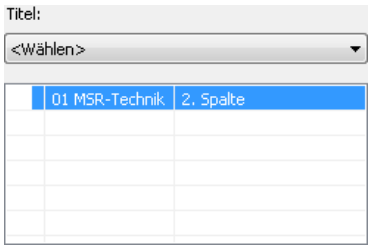

Bild 18.8 – Anzeige der LV-Position, des Titels und der Bemerkung in der Zeichnungsverwaltung
- Im Editierfeld *Bemerkung* können Sie einen ergänzenden Text hinzufügen. Tragen Sie hier **2. Spalte** ein. Der Text wird in der Funktionsliste eingeblendet; er erscheint auch in Spalte 2 der betreffenden Ebene in der Zeichnungsverwaltung (Abb. 18.8).